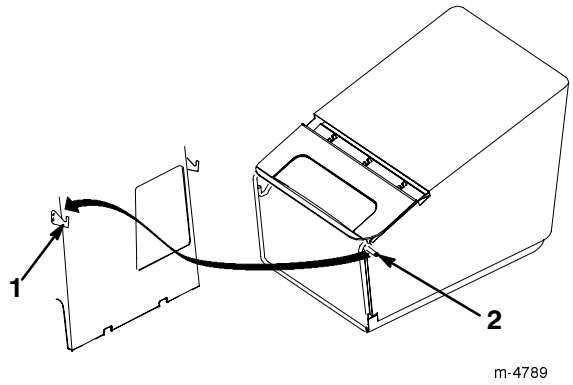

**Figura 15**
5. Agganciate i perni il raccoglitore sui ganci della scocca, come illustrato nella Figura 15.
4. Sollevate il raccoglitore e togliete i perni dai ganci della scocca, come illustrato nella Figura 15.